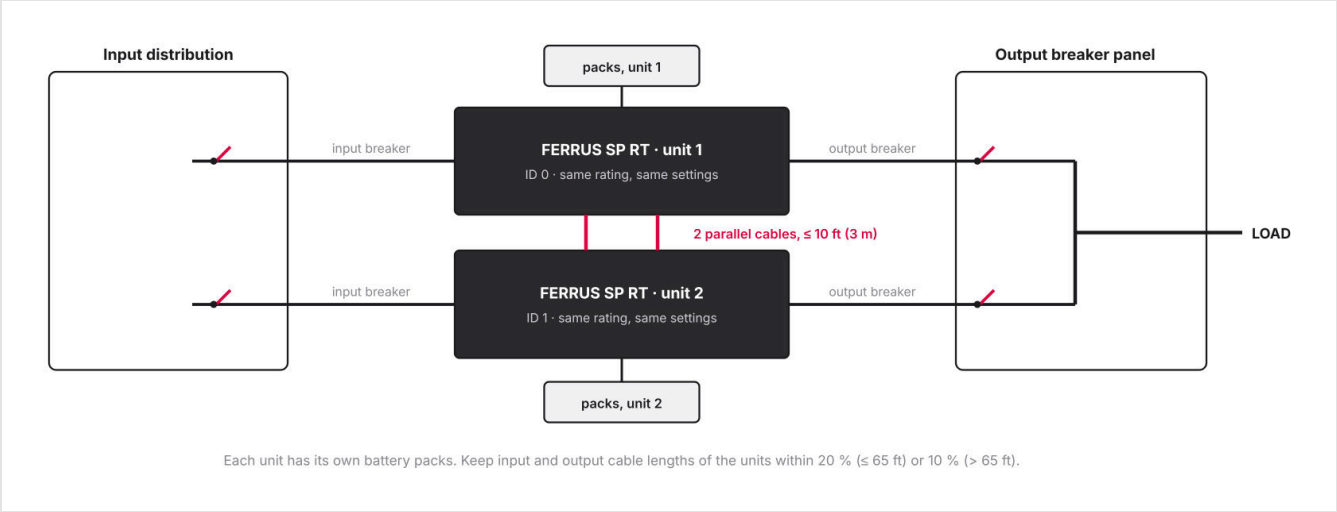

FIGURE 4-8 Parallel connection of two units (AEC drawing)
5. Set each unit on the touchscreen (Section 7.7), then wire as in Figure 4-8, with breakers of suitable rating.